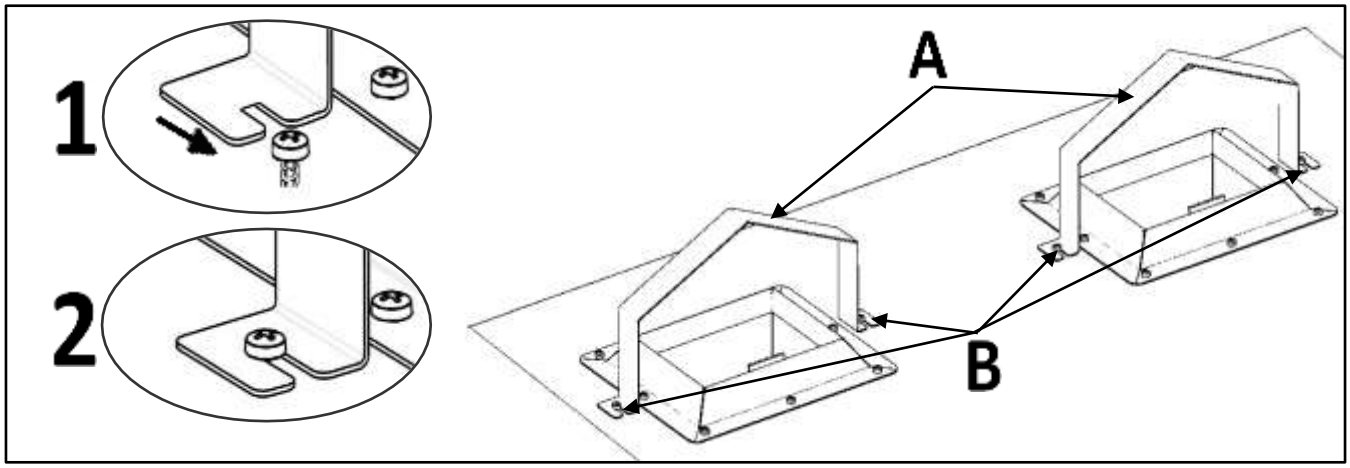

Fig.1
3.6.1 Montaggio staffe "antintrusione" (Fig. 1) 5
3.6.1 Montaggio staffe "antintrusione" (Fig. 1)